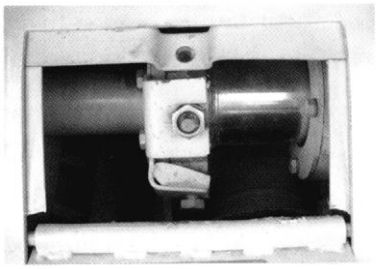

Рис. 4-41.
2) Регулировка (Рис. 4-41~42).